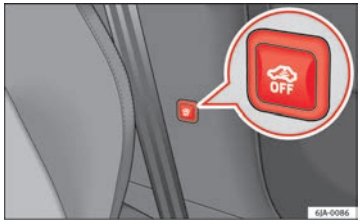

Fig. 50 Button for Vehicle interior monitoring and tow-away protection system
– Press the ⇒ Fig. 50 button on the centre column. The red backlit symbol on the button turns orange.